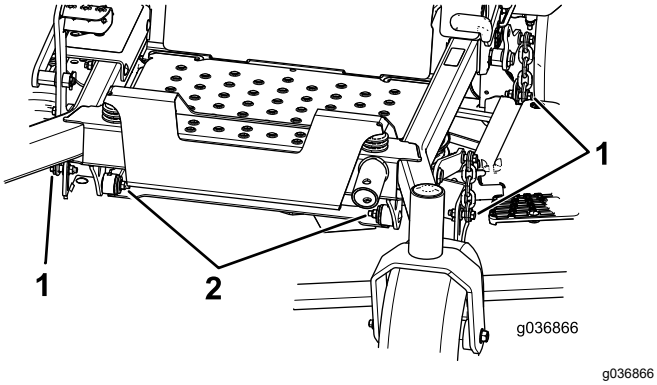

Figur 85
7. Fjern og ta vare på boltene og mutterne på begge sider av maskinen (Figur 85).